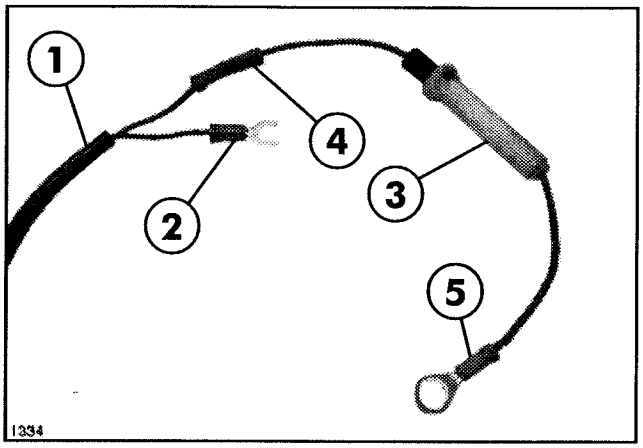

FIG. 5
7. Attach Hood Hanger to L.H. side of Respirator Plate using (2) 5/16 x 3/4" flange screws and flange nuts.
8. Strip 5" of Conduit from the end of the Power Cable to expose red and black wires inside. See FIG. 5.